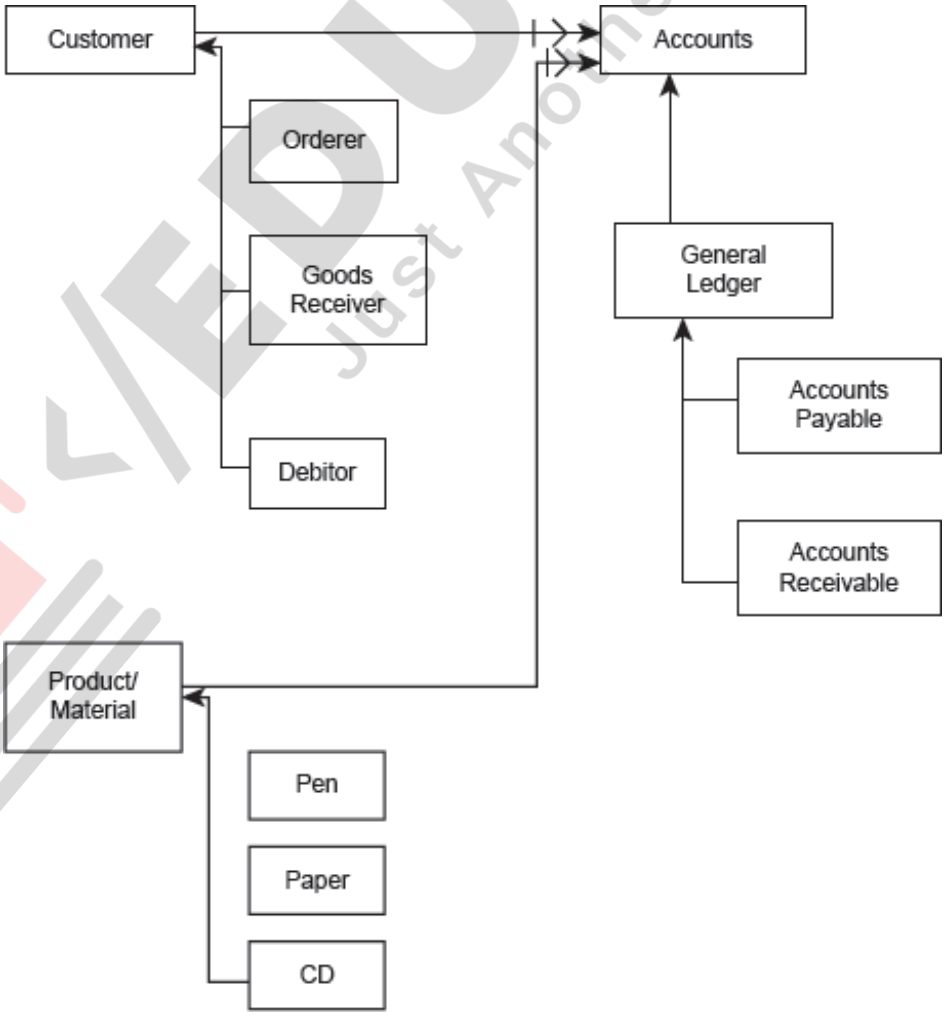

FIGURE 6.7 Data Model (Partial) of a Stationary Trading Business
3. **Data model:** The data required by functions is captured by the data model. The model that SAP uses is different from the standard techniques such as entity relationship diagrams (ER) or extended ER diagrams. The data/information and resources are represented as rectangles. Arrows are used to show specialization/generalization and a two-headed arrow with a stroke is used to show a relationship between data entities. In Figure 6.7, a customer could be an orderer, a receiver of the goods or a debitor. A customer is associated with an account that could be a general ledger account (payable/receivable).